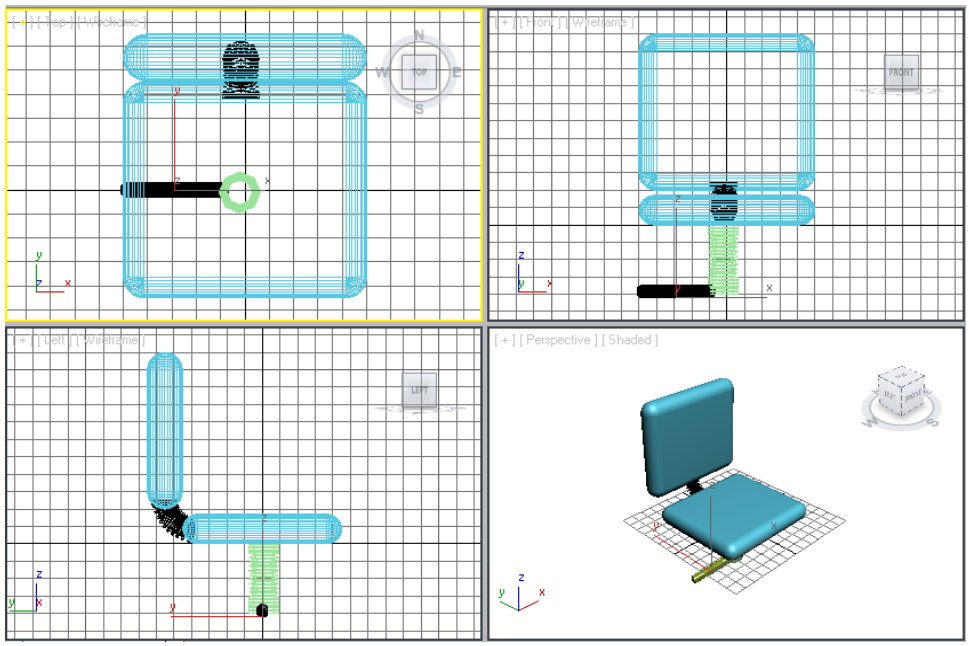

Figure 3-45 *Alignment of the leg01 in all viewports*
6. Choose the **Select and Move** tool and align the *leg01* with the *leg support* in all viewports, as shown in Figure 3-45.